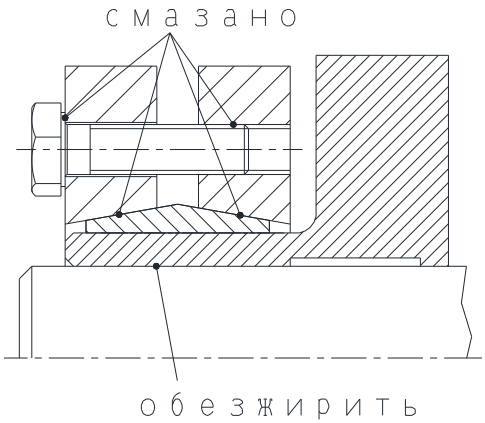

Рис. 4: Чистка / смазка поверхностей
Загрязнённые или бывшие в употреблении зажимные элементы перед установкой следует разобрать и очистить. Затем смазать только конусные поверхности и зажимные винты смазкой Molykote MoS2 (см. рис. 4). Для повторной смазки, наример, использовать, например, универсальную смазку Molykote G Rapid plus.
- Контактные поверхности ступицы / полого вала с внутренней стороны очистить и обезжирить (см. рис. 4).
Контактные поверхности вала и отверстия ступицы (полого вала изнутри) не смазывать ни маслом, ни смазкой! (см. рис. 4).